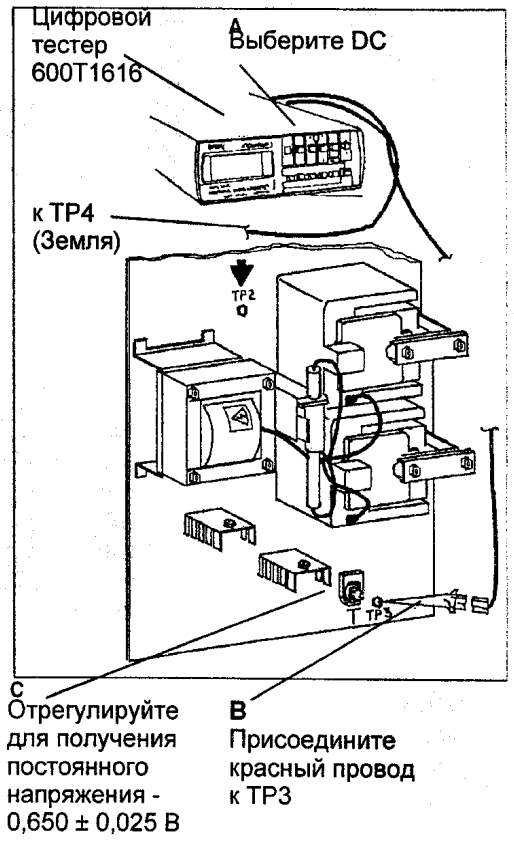

Рис. 5 Регулировка коротрона переноса
12. (РИС. 5): ОТРЕГУЛИРУЙТЕ НАПРЯЖЕНИЕ КОРОТРОНА ПЕРЕНОСА.